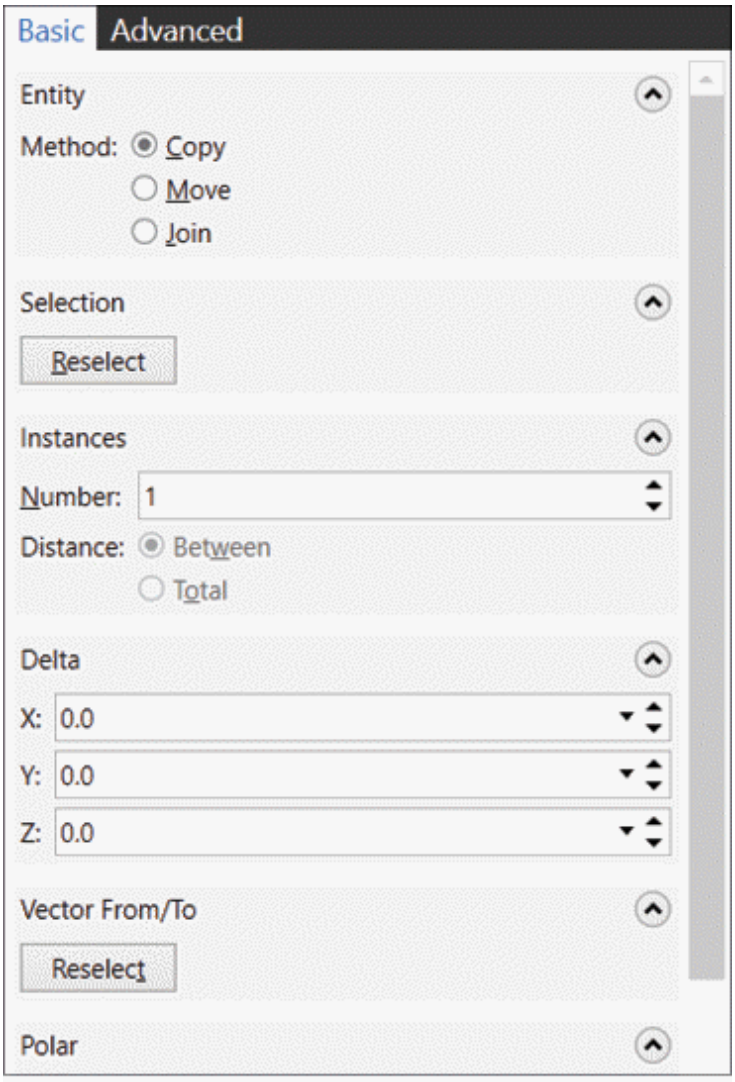

Figure-4. Translate Manager options
- Select desired objects and click on the **End Selection** button. The options in **Translate Manager** will be displayed; refer to Figure-4.